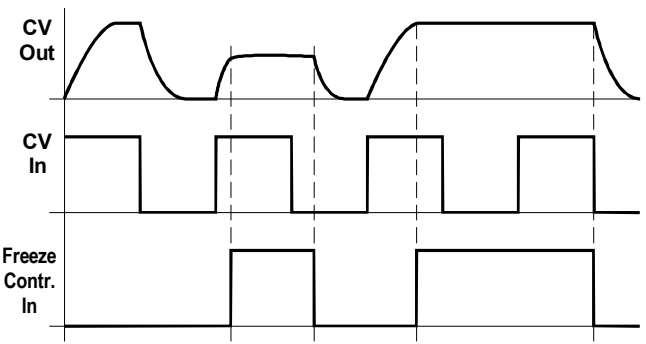

Abb. 3: "Einfrieren" mittels Gate-Signals
❹ Freeze Control Input
Mit einem Gate-Signal am **Eingang ❹** frieren Sie das Ausgangssignal des Slew Limiters ein (s. Abb. 3).